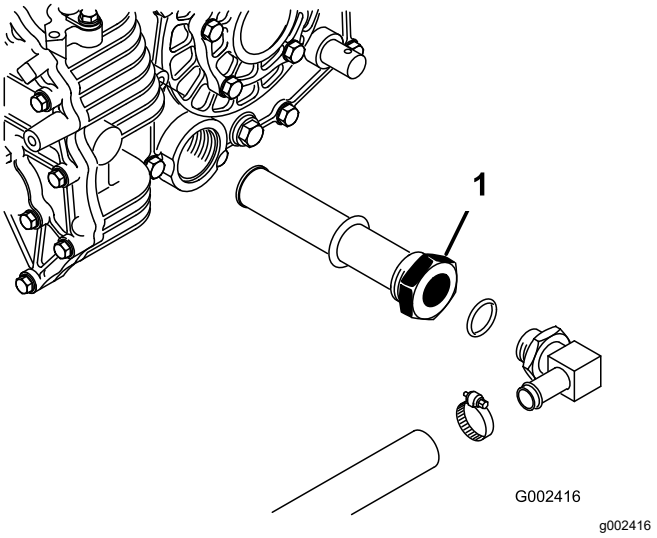

Figuur 71
3. Onthoud de positie van de hydraulische slang en de 90°-fitting voor de zeef aan de zijkant van het reservoir (Figuur 71).